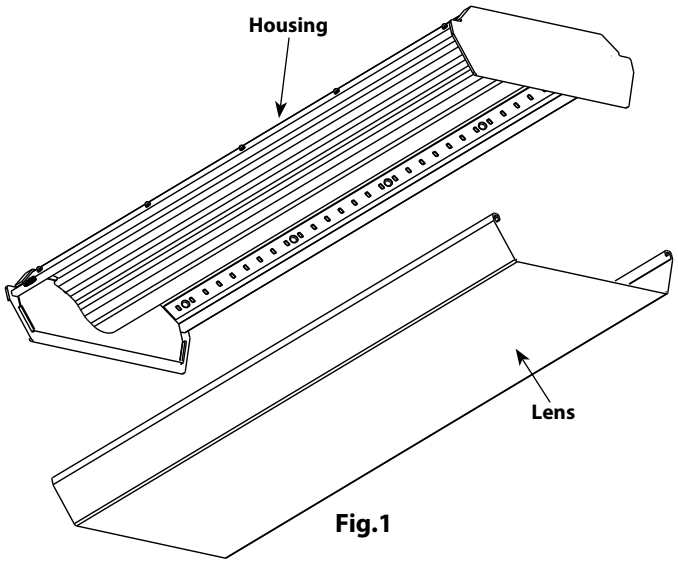

Fig.1
1. To remove the installed lens, carefully snap out **Lens** one side at a time from **Housing** as shown in **Fig 1**.